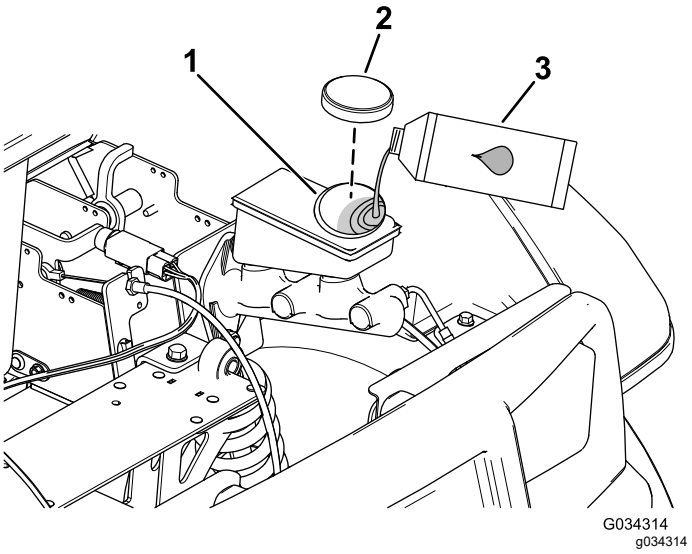

Figuur 61
4. Open de motorkap om toegang te krijgen tot de hoofdremcilinder en het reservoir (Figuur 61).
A. Reinig de omgeving van de reservoirdop en verwijder de dop (Figuur 61).
C. Plaats de dop weer op het reservoir (Figuur 61).